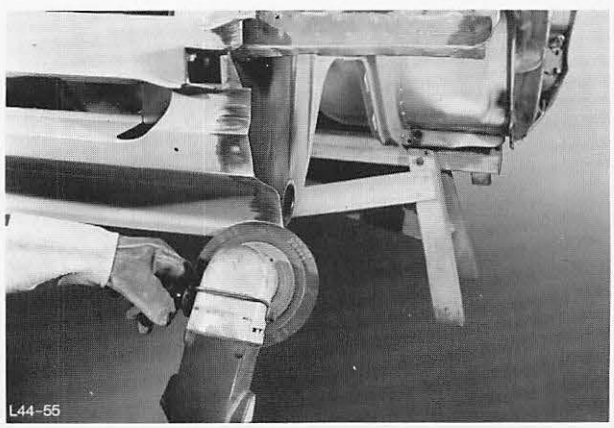

Abb. 50 Punktflansche putzen
6. Punktflansche putzen und richten, Abb. 50.